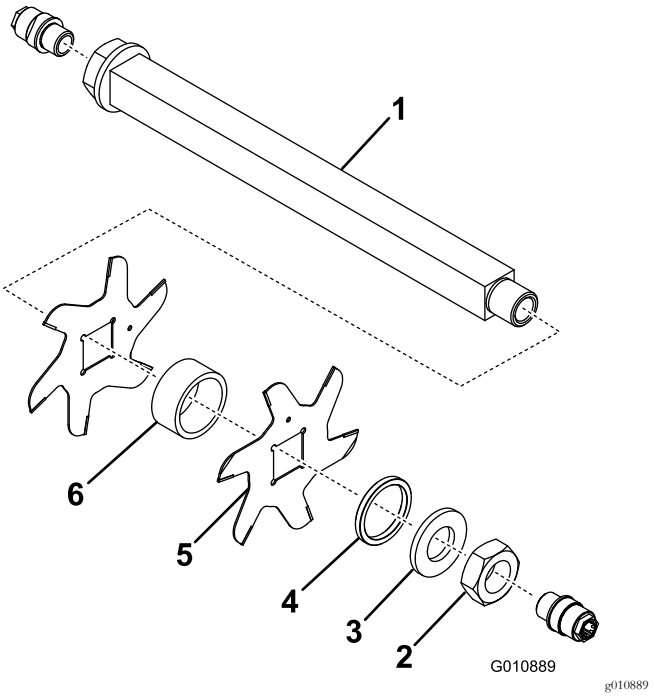

Figur 17
3. Ta bort den lilla distansbrickan, brickan, knivarna och de stora distansbrickorna. Rengör och smörj den fyrkantiga axeln med ett tunt lager fett för att underlätta monteringen (Figur 17).